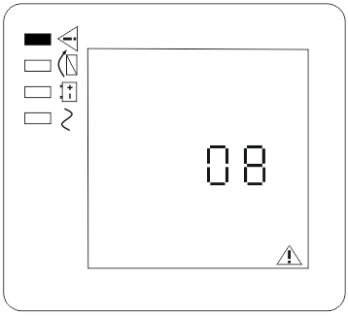

Рисунок 26 – Пример отображения кода неисправности на ЖК-дисплее
3) Подайте трехфазное сетевое напряжение от распределительного щита питающей линии на все изделия (см. рисунок 26).